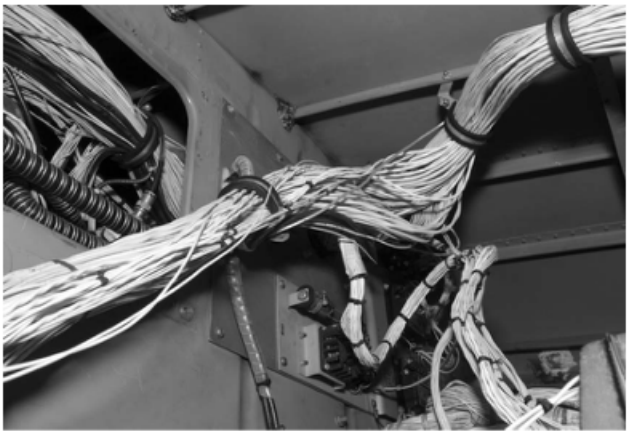

Figure 4-3-1. All wiring systems use a wide variety of wire and cable sizes and types.
- A single insulated center conductor with a metallic braided outer conductor (radio frequency cable). The concentricity of the center conductor and the outer conductor is carefully controlled during manufacture to ensure that they are coaxial. Figure 4-3-1 shows a typical aircraft wire harness containing both wires and cables.